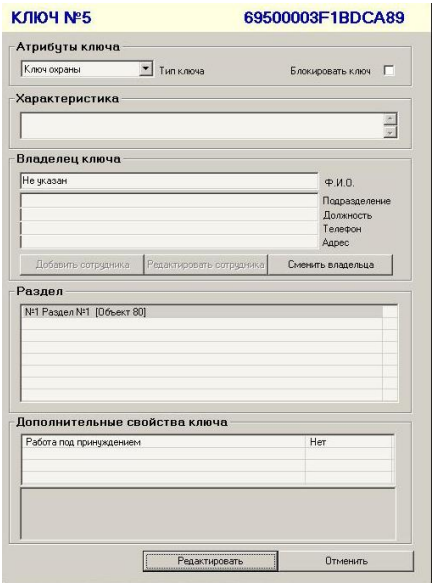

Рис.5
10. Откроется окно «Ключ» (рис.5) для настройки параметров ключа.